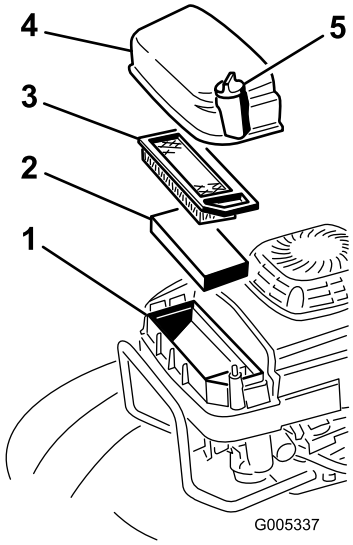

Figure 25
3. Remove the cover and clean it thoroughly (Figure 25).
4. Remove and inspect the paper air filter (Figure 25), and discard it if it is excessively dirty.